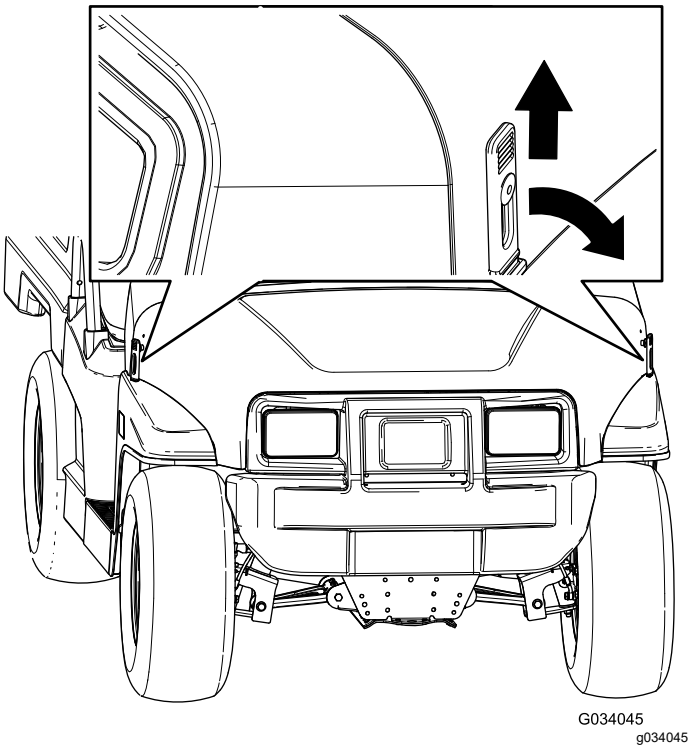

Figura 24
1. Eleve a pega dos trincos de borracha de cada lado do capot (Figura 24).
2. Segure no capot alinhando os trincos de borracha com as âncoras do trinco em cada lado do capot (Figura 24).